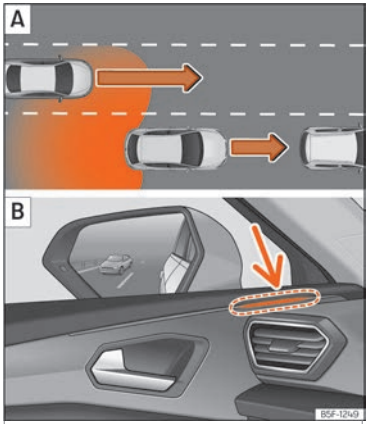

Abb. 190 Schematische Darstellung: A Überholvorgang mit Verkehr im hinteren Bereich. B Anzeige des Spurwechselassistenten an der Kontrollleuchte links.
In nachfolgenden Situation wird die Anzeige in der Kontrollleuchte ››› **Abb. 190** B (Pfeil) oder ››› **Abb. 191** B (Pfeil) dargestellt:
- Bei einer Überholung durch ein anderes Fahrzeug ››› **Abb. 190** A.